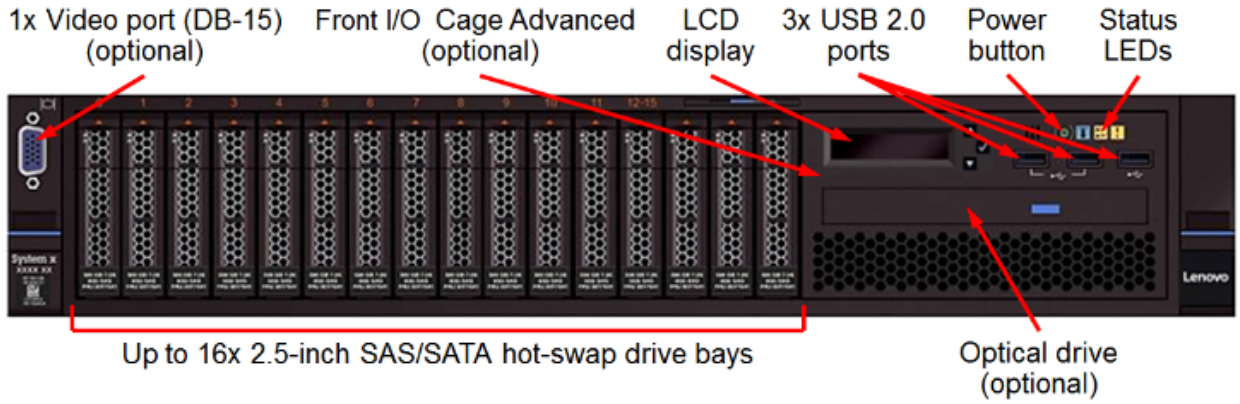

**Figure 10: x3650 M5 with 16x 2.5-inch drive bays and Front I/O Cage Advanced front view**
**Figure 10** shows the front view of x3650 M5 with up to 16x 2.5-inch drive bays and front I/O cage advanced (optional).